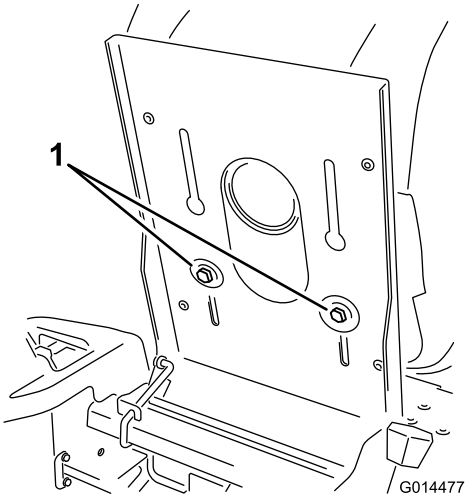

**Figur 22**
1. Løft setet og løsne justeringsboltene, akkurat nok til å bevege på setet (Figur 22).